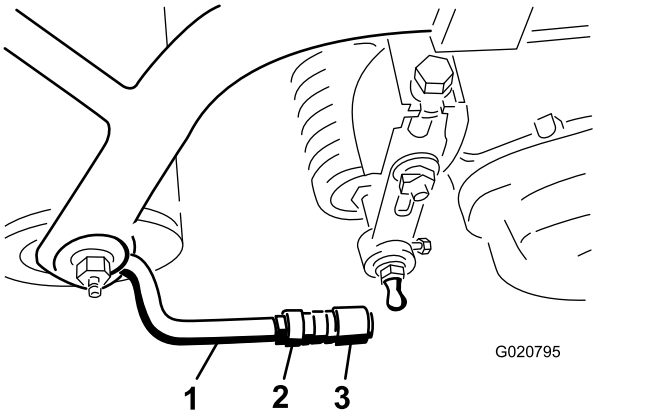

Figur 9
5. Rett opp kuleskålene i kuleleddene slik at den åpne siden av skålen midtstilles mot kulebolten, og trekk til låsemutterne for å feste kuleskålene (Figur 9).